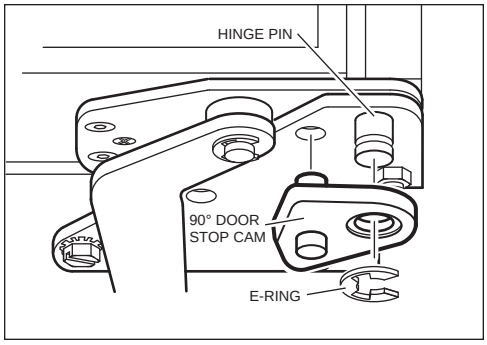

Figure 2-13. 90° Stop Cam
a With door closed, place door stop cam up over hinge pin, making sure stub on cam fits into hole in lower cabinet hinge (See Figure 2-13).
b. Secure door stop cam by pushing E-ring into groove at end of hinge pin (See Figure 2-13).